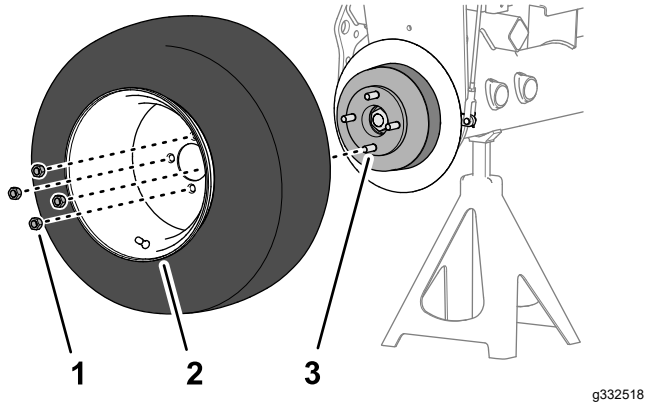

Figur 76
1. Montera hjulet på navet med de fyra hjulmuttrarna (Figur 76) och dra åt hjulmuttrarna för hand.